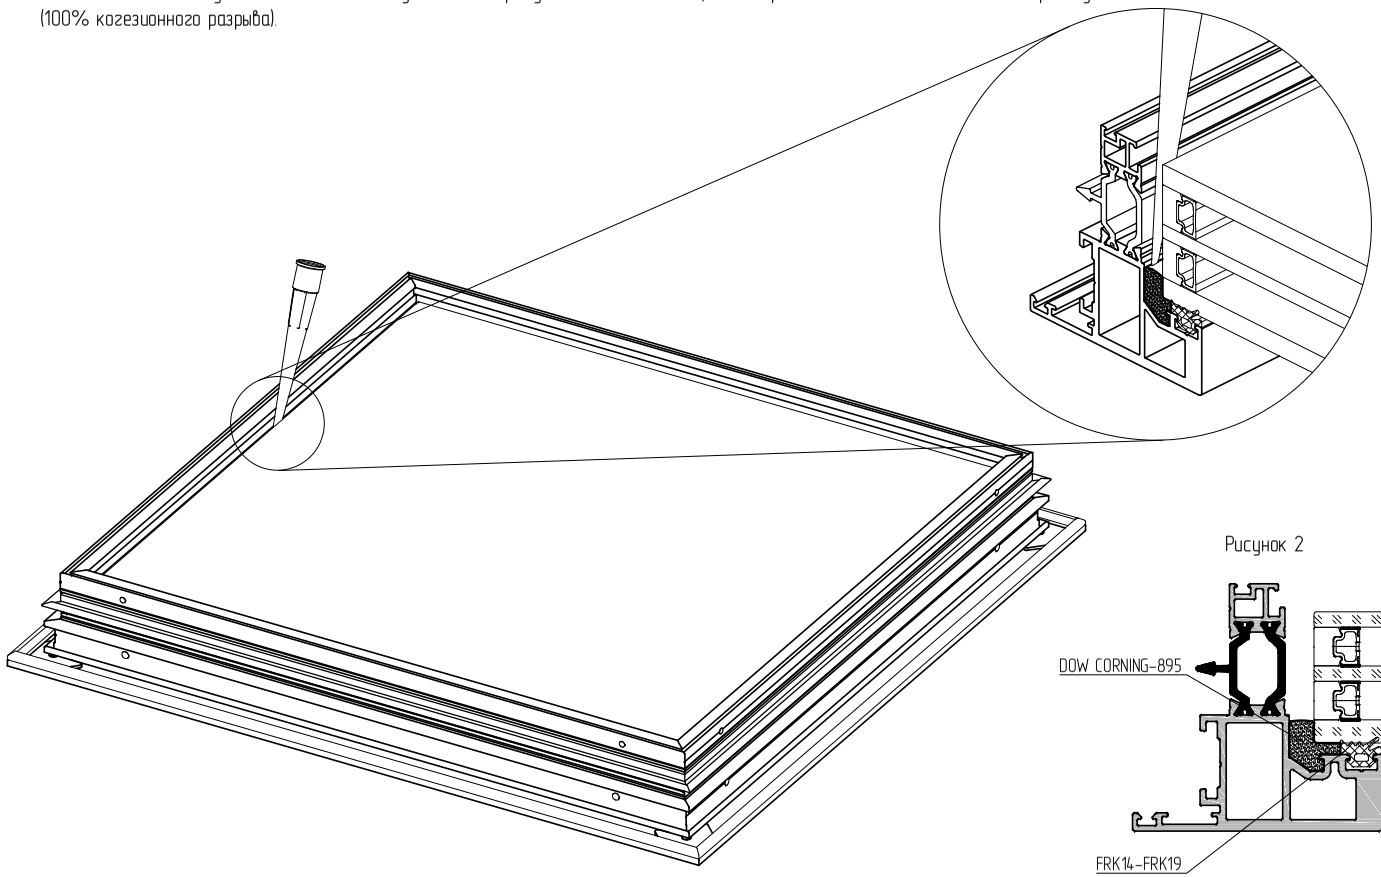

Рисунок 2
9. Произвести заполнение герметиком «DOW CORNING–895» зон клеевых швов до уровня внутренней поверхности нижнего стекла (рис. 2).